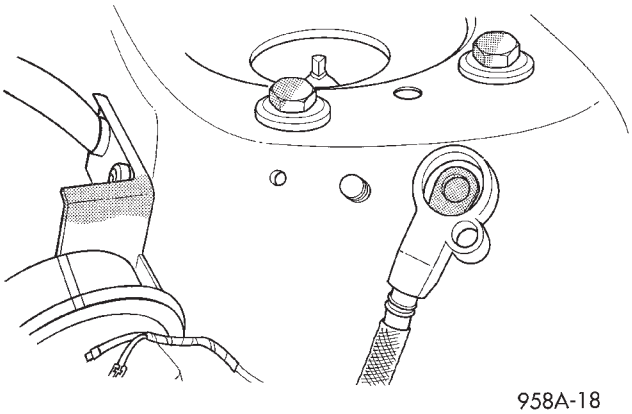

Fig. 3 Disconnect Battery Cable at ShockTower
(1) Verify all electrical accessories are OFF:
(2) Disconnect battery negative remote cable (Fig. 3).